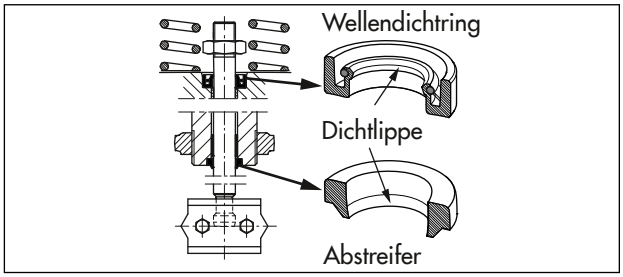

Bild 14: *Ausrichtung Wellendichtring und Abstreifer*
6. Wellendichtring mit geeignetem Werkzeug montieren. Dabei die korrekte Ausrichtung des Wellendichtrings beachten, vgl. Bild 14.